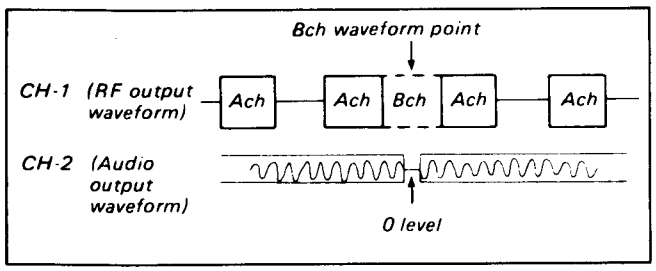
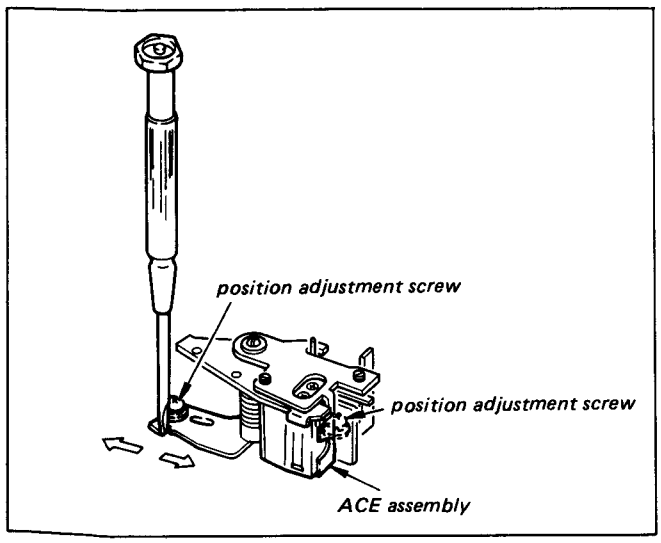

Fig. 4-12
Fig. 4-13
3) Turn the tracking control knob back and forth, and confirm that the output waveform level is maximum at the center click position, and that the 0 level of the audio signal is at the point where the RF output waveform Bch waveform appears, as shown in Fig. 4-12.
Set the tracking control knob at the center detent position and loosen the two ACE assembly position adjustment screws ①. As shown in Fig. 4-13 slide the ACE assembly with a screwdriver until it is in the position shown in Fig. 4-12 and the RF output waveform is maximum. Tighten the screws ① when this position is obtained.